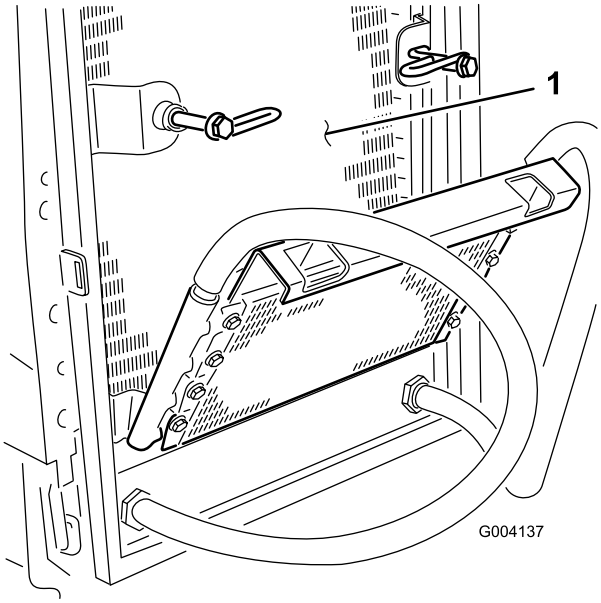

Figur 65
6. Rengør begge sider af oliekøler og køler (Figur 65) grundigt med trykluft.